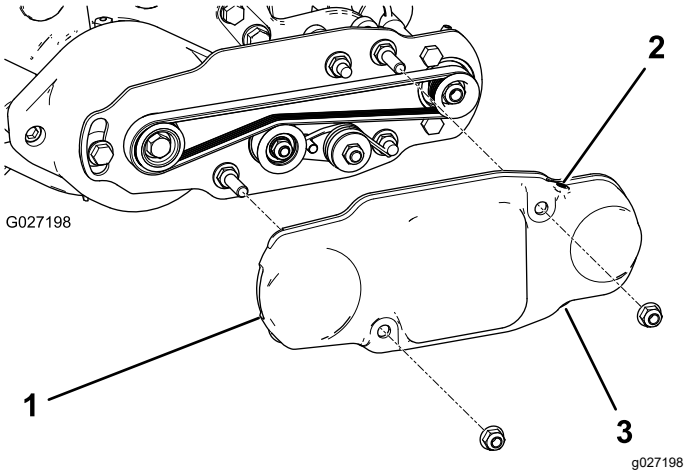

Figura 19
2. Fate scorrere il copricinghia sui bulloni di montaggio e fissatelo con 2 dadi flangiati (Figura 19).